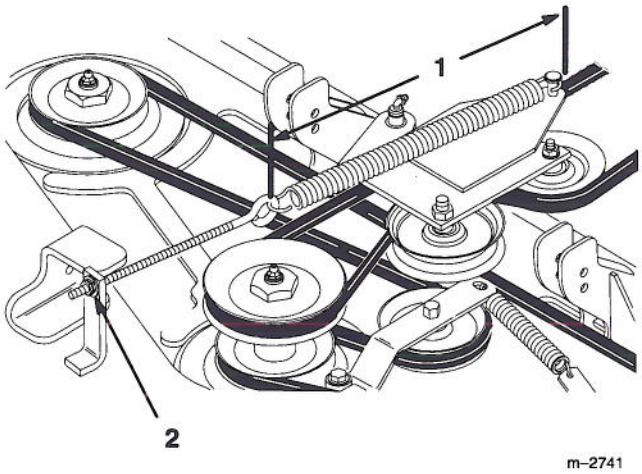

Figure 8
8. Tension the drive belt by tighten the front jam nut on eyebolt until the spring is 15-5/16" (38.9 cm). Measure the spring length between the pin and the eyebolt (Fig. 8).
9. Tighten the rear jam nuts (Fig. 8).